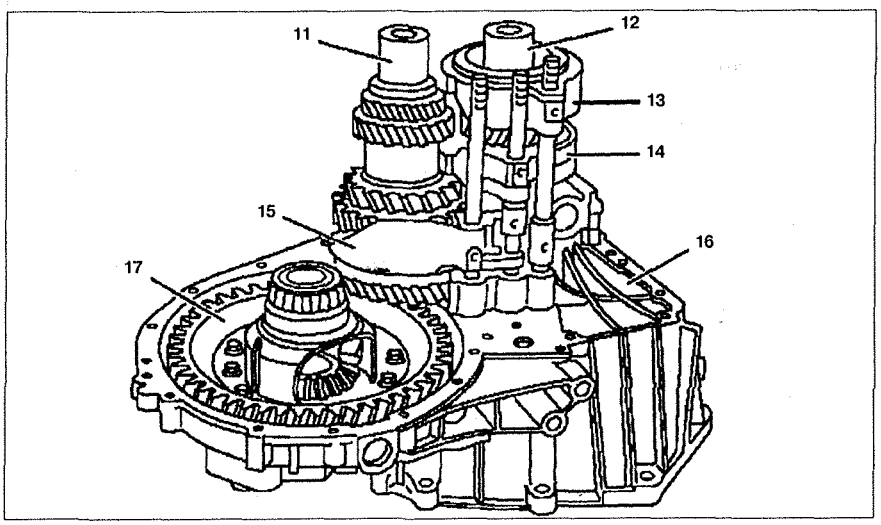

Рис. 6.14. Разборка и сборка коробки передач (автомобили с двигателем 611.980):
40. Снимите ведущий вал **12**, выходной вал **11** вместе с вилками переключения передач **13**, **14** и **15** вместе с корпусом сцепления **16** (см.рис.6.14).